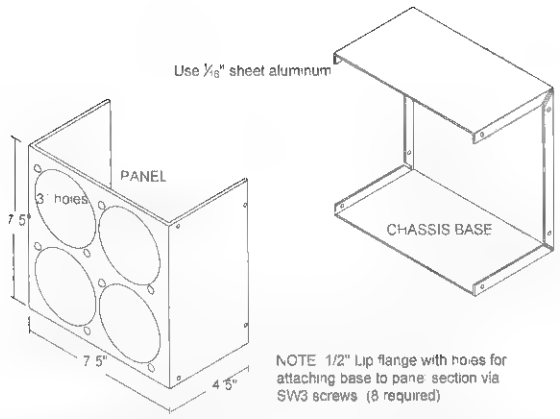

Figure 35-6 *Chassis fabrication*
6. Fabricate the chassis and cover, as shown in Figure 35-6 from 1/16-inch Lexan plastic or aluminum. Use a large punch or circle saw to cut out the four holes for the transducers. Drill the remaining holes as you assemble it, verifying the proper clearances and sizes with components.
From figure 35-6
CHASSISBASE	Create as shown in Figure 35-6
PANEL	Create as shown in Figure 35-6